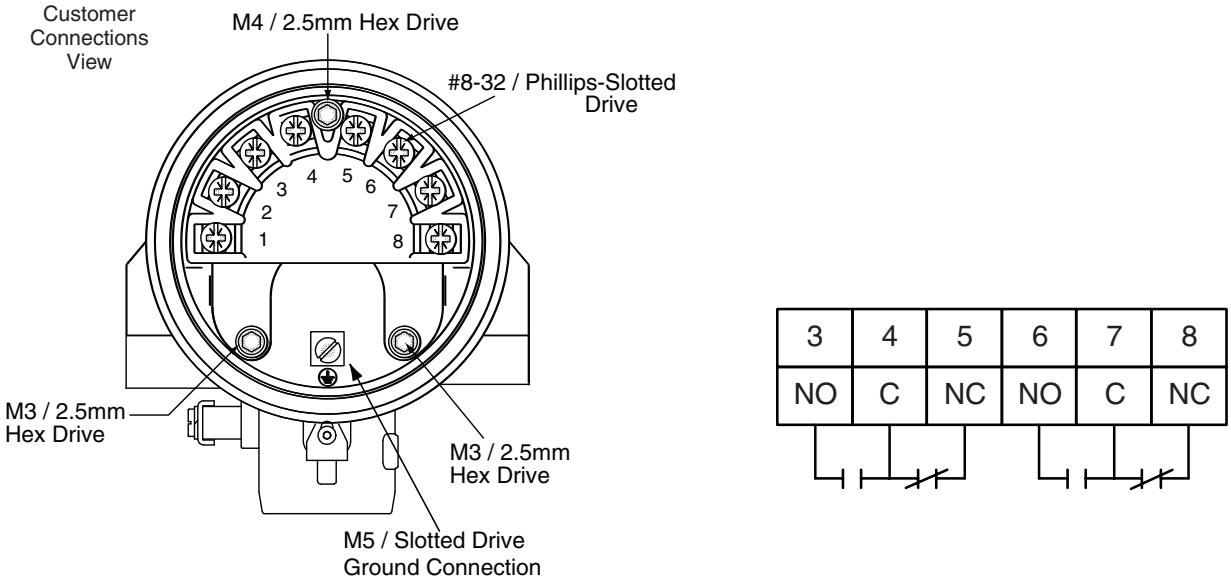

Figure 5-2
A. Relay circuits consist of a single-pole double-throw relay contacts brought out to terminal strips for external switching. See ***Figure 5-2.***